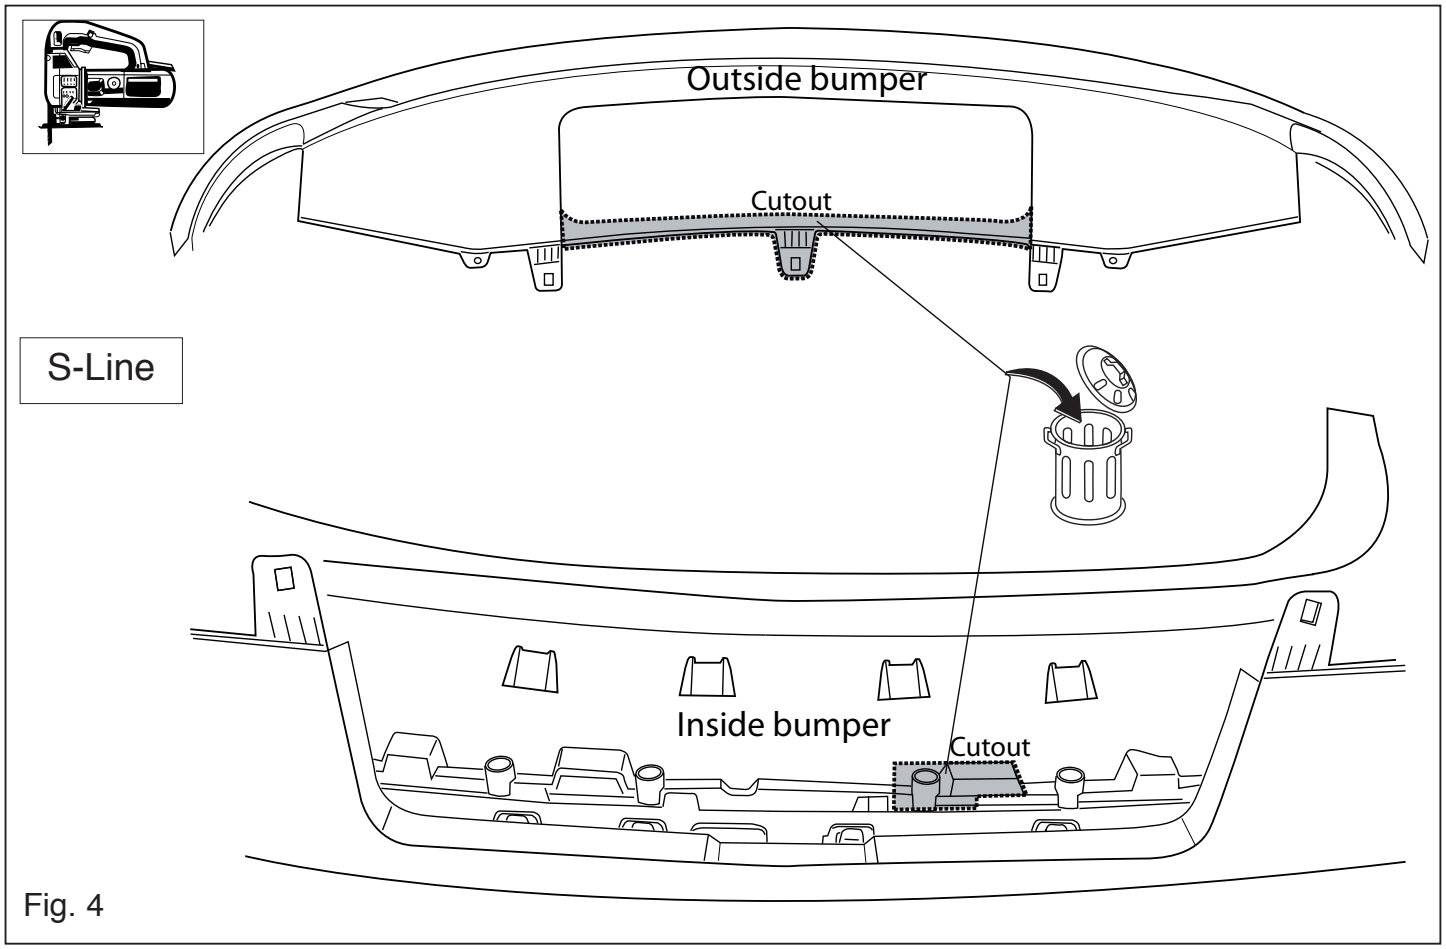

Fig. 4
8. **S Line:** Saw out the portions as indicated in fig. 4.
8. **S Line:** Gemäß Abb. 4 die angegebenen Teile heraussägen.
8. **S Line:** Scier les parties indiquées conformément à la figure 4.